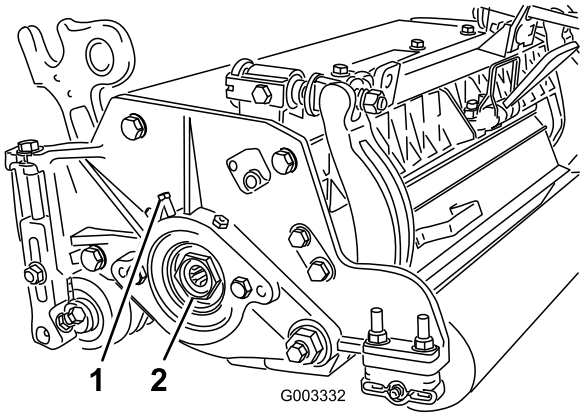

**Figur 25**
A. Løsn den eksterne sætskrue, der fastgør lejets justeringsmøtrik til lejehuset, der er placeret på venstre side af klippeenheden (Figur 25).